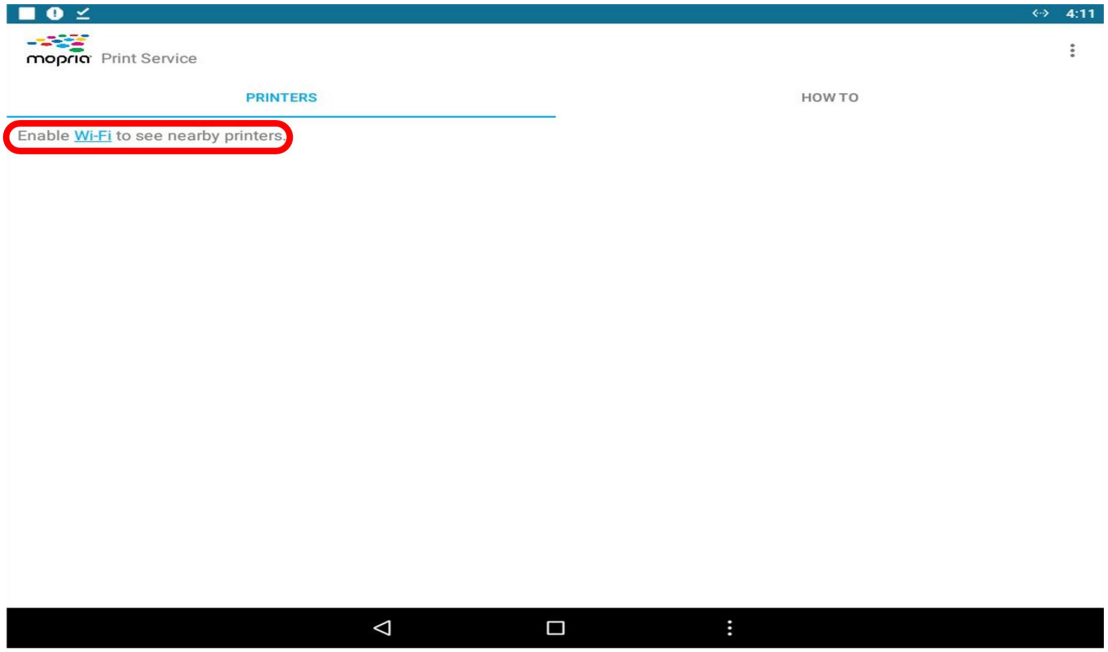
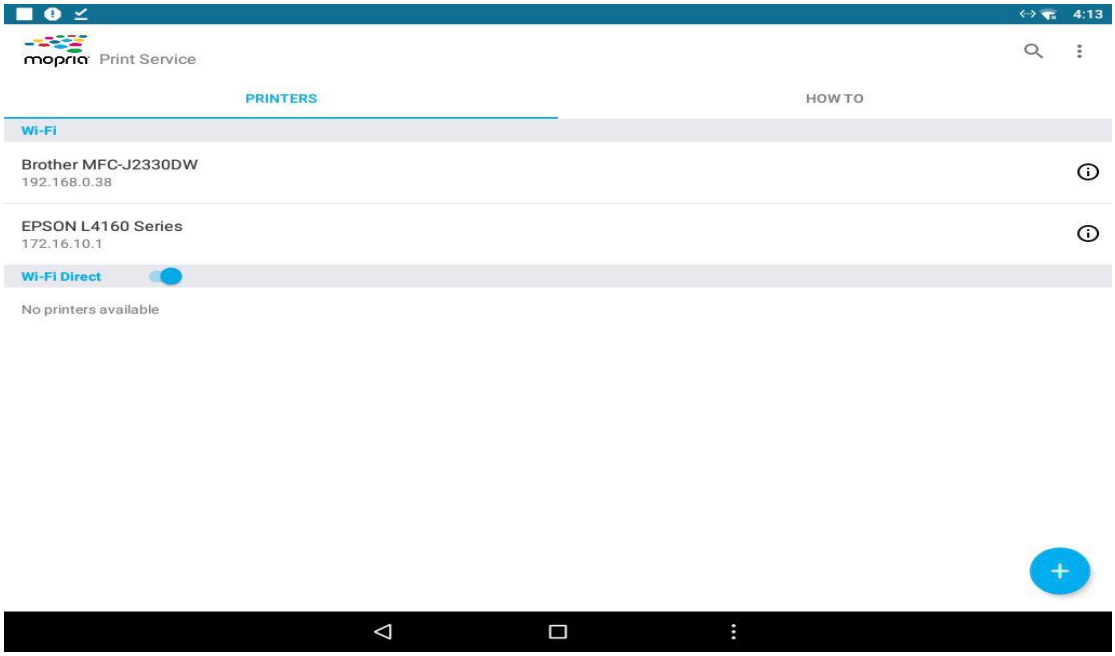

Figure 8
Figure 9
4、After entering the printing software interface, click "**Enable Wi-Fi to see nearby printers**" to connect the printer's Wi-Fi, as shown in Figure 8. The Wi-Fi connection is successful, as shown in Figure 9.